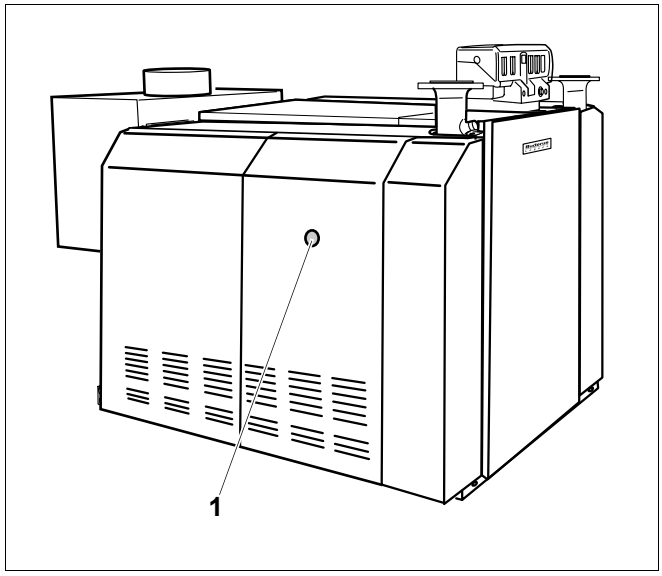

Рис. 29 Кнопка подавления помех
При возникновении неисправности горелки загорается сигнальная лампочка на кнопке подавления помех, расположенной на отопительном котле (рис. 29, **поз. 1**).
Вы можете нажать кнопку подавления помех, расположенную в отверстии (рис. 29, **поз. 1**) на боковой стенке. Для этого не нужно демонтировать боковую стенку.
- Нажать кнопку подавления помех (рис. 29, **поз. 1**) отопительного котла.